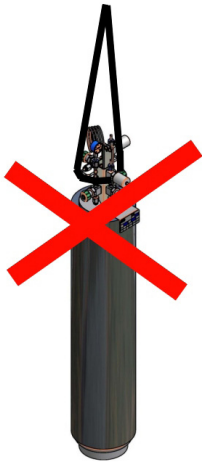

fig.2.2
5. For handling operations of the unpacked Bubbler, please refer to *Section 6* of this manual. In any case, never lift the Bubbler from its projecting parts (*fig. 2.2*).